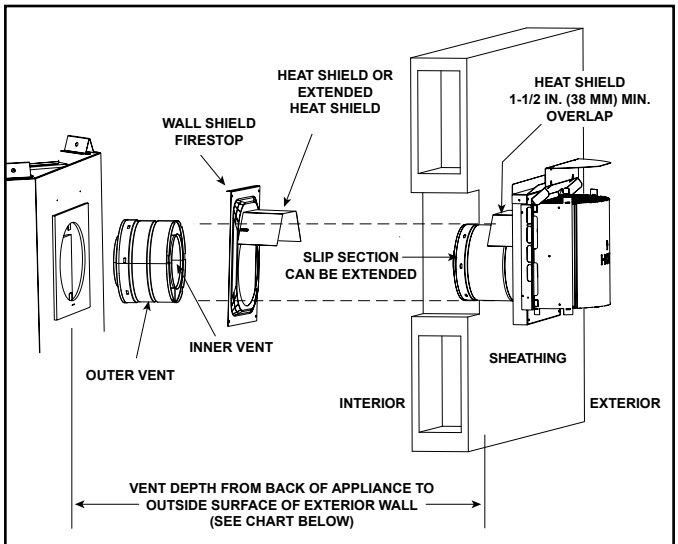

Figure 7.16 Venting through the wall
- ***DO NOT*** *remove the heat shields attached to the wall shield firestop and the horizontal termination cap (shown in Figure 7.16).*
There are two sections of the heat shield. One section is factory-attached to the wall shield firestop. The other section is factory-attached to the cap. See Figure 7.16.